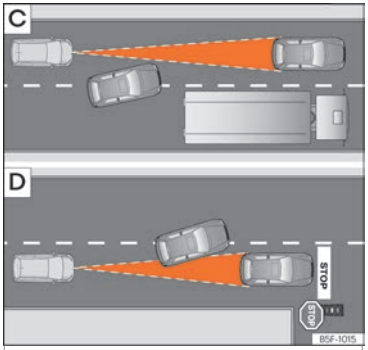

Fig. 163 C Mudança de faixa de um veículo. D Veículo em circulação e outro parado.
- Veículos que mudem para a faixa na qual circula a pouca distância do veículo ››› **Fig. 163** C.
O ACC não reage perante veículos detidos. Se, por exemplo, um veículo detetado pelo ACC roda ou se afasta e em frente do mesmo se encontra um veículo parado, o ACC não reagirá face a este último ››› **Fig. 163** D.